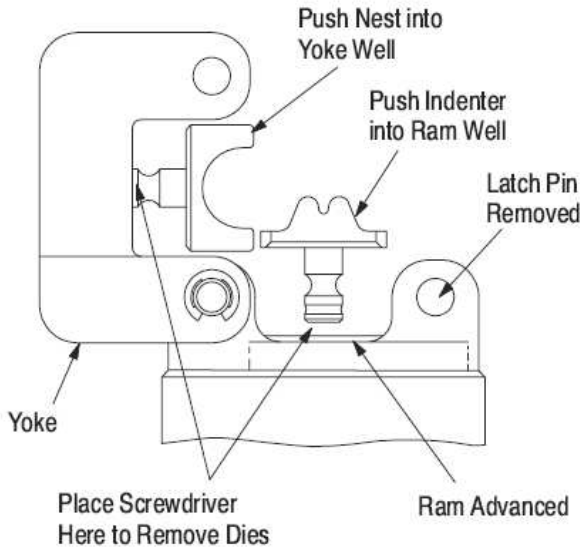

Figure 2
4. DIE INSERTION AND REMOVAL (FIGURE 2)
3. Activate power unit to advance ram slightly as shown in Figure 2.
2. Insert screwdriver under stationary die and pry die out of yoke (see Figure 2).